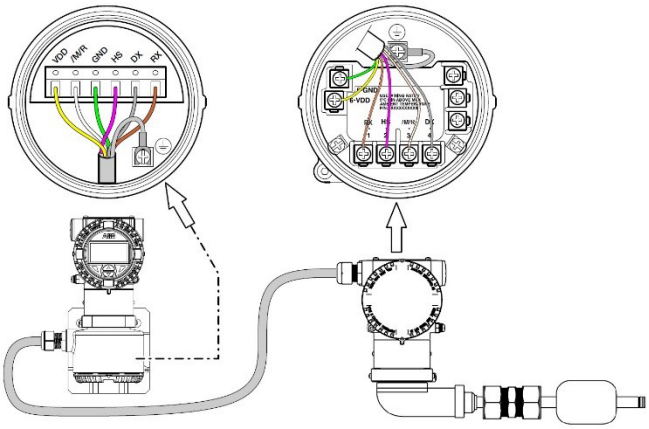

Рис. 3 Удаленная версия: подключение сигнального кабеля
6. Подсоедините провода к соответствующим клеммам (см. рисунок 3).